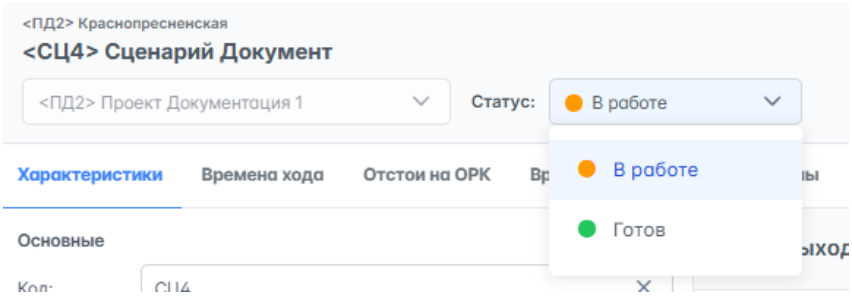

Рисунок 159 – Изменение статуса сценария
22. После того, как все необходимые данные заполнены обновить статус сценария на "Готов". Для этого необходимо нажать на в поле "Статус" под заголовком окна (рисунок 159) и выбрать "Готов".